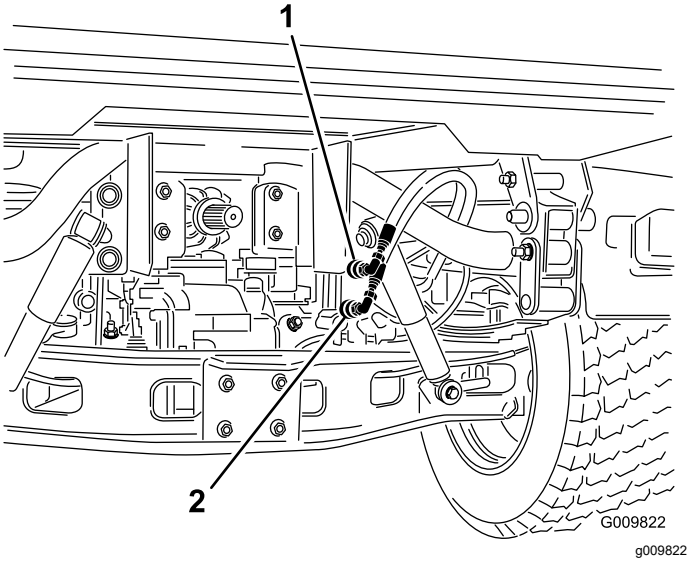

**Figura 73**
2. En ambas máquinas, desconecte las dos mangueras de acoplamiento rápido de las mangueras que están conectadas al soporte de acoplamiento (Figura 73).